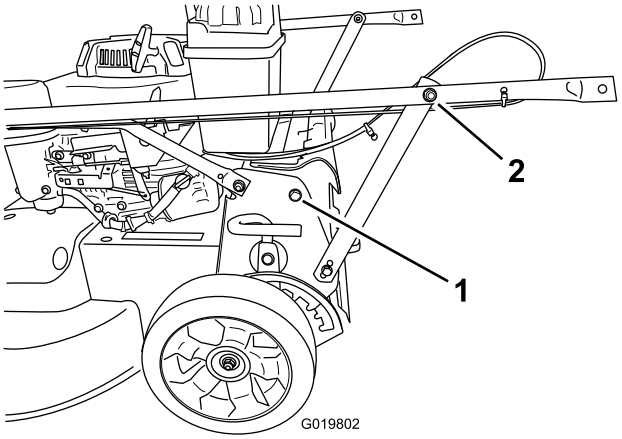

Figura 3
1. Retire los 2 pernos del bastidor de la máquina, en la posición indicada en Figura 3.